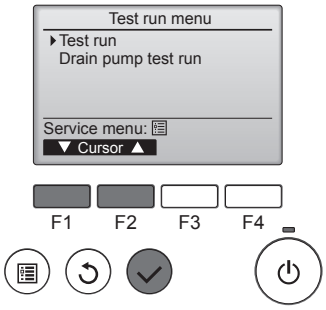

Fig. 8-2
② Select "Test run" from the Test run menu, and press the [SELECT] button. (Fig. 8-2)
③ The test run operation starts, and the Test run operation screen is displayed.